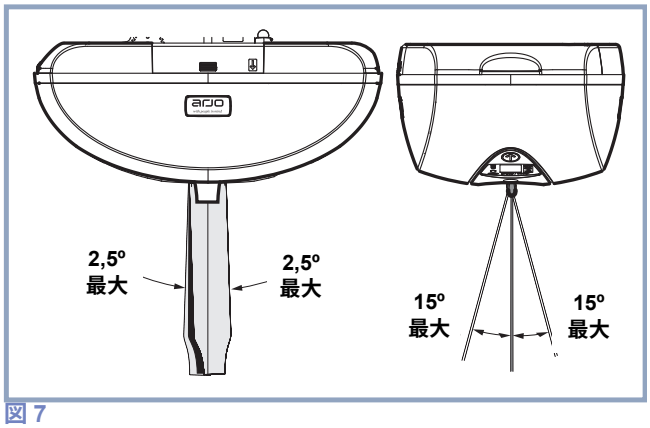

図 7
- 安全を確保し、本リフトの部品の早期摩耗を防ぐため、患者の上昇時または下降時には、常にストラップをできるだけ真っ直ぐな状態に維持することを忘れないでください。図 7 に示した最大値を絶対に超えない。